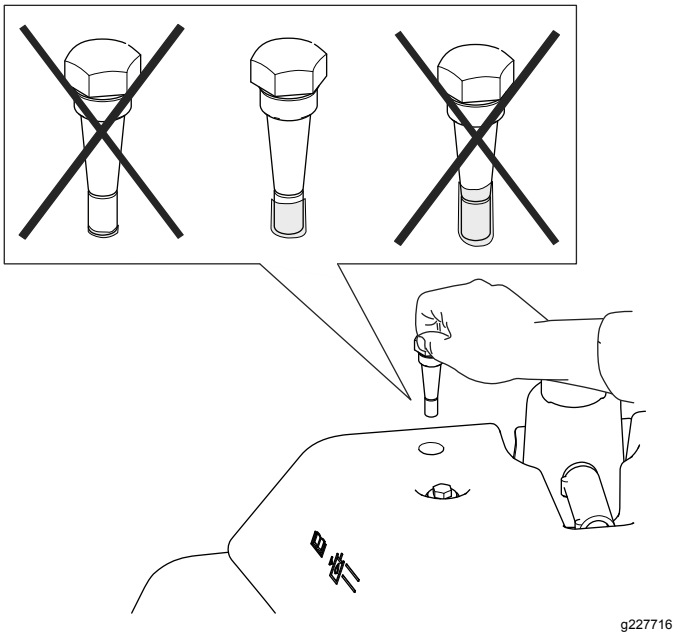

Figur 55
4. Fjern peilestaven, og kontroller væskenivået. Hvis det er mellom merkene på peilestaven, er nivået tilstrekkelig. Hvis væskenivået ikke er mellom merkene, må du justere væskenivået deretter (Figur 55).